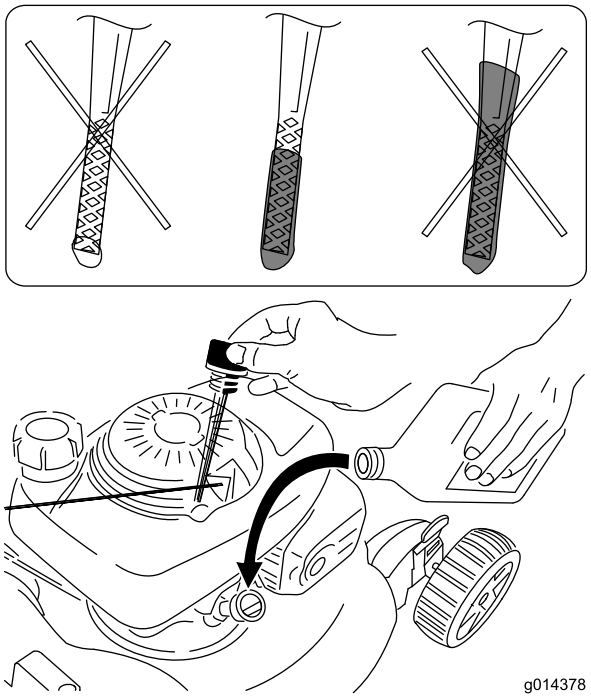

Figure 9
1. Remove the dipstick, wipe it clean, and insert it into the oil filler neck, **but do not screw it in** (Figure 9).
2. Remove the dipstick and check the oil level (Figure 9).
If there is no oil on the dipstick, **slowly** pour oil into the oil fill tube, periodically checking the level with the dipstick, until the dipstick indicates that the engine is full as illustrated in Figure 9. **Do not overfill.** (Max. fill: 0.58 quart (0.55 l), type: SAE 30 detergent oil with an API service classification of SH, SJ, SL, or higher.)